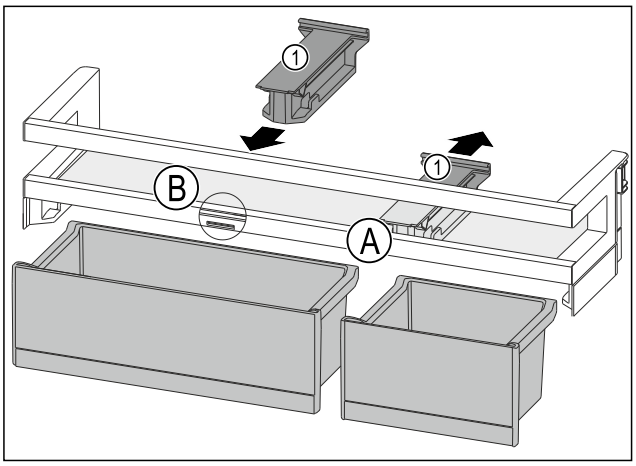

Fig. 97
▶ Retire la pieza de retención *Fig. 97 (1)* hacia atrás hacia la posición *Fig. 97 (A)*.
▶ Inserte la pieza de retención *Fig. 97 (1)* en la posición *Fig. 97 (B)*.